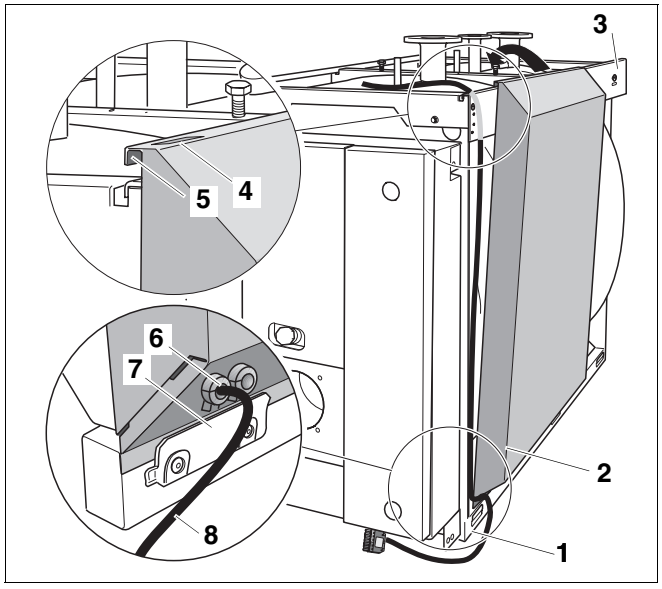

Рис. 30 Монтаж передней боковой стенки с кабелем горелки
- Кабель горелки с фиксатором провода (рис. 30, **поз. 8**) провести под боковой траверсой (рис. 30, **поз. 3**) до рамы корпуса котла (рис. 30, **поз. 1**).
- Приоткрыть переднюю боковую стенку (рис. 30, **поз. 2**) на корпусе котла.
- Следите за тем, чтобы вырез на передней боковой стенке (рис. 30, **поз. 4**) был обращен к передней стенке котла.
- Провести кабель горелки с фиксатором (рис. 30, **поз. 8**) через кабельный ввод (рис. 30, **поз. 6**) на передней боковой стенке (рис. 30, **поз. 2**). Соединительный штекер горелки (большой) остается снаружи.
- Установить переднюю боковую стенку (рис. 30, **поз. 2**) за язычки на раме котла (рис. 30, **поз. 7**) и подвесить отбортовку (рис. 30, **поз. 5**) заподлицо на боковую траверсу (рис. 30, **поз. 3**).